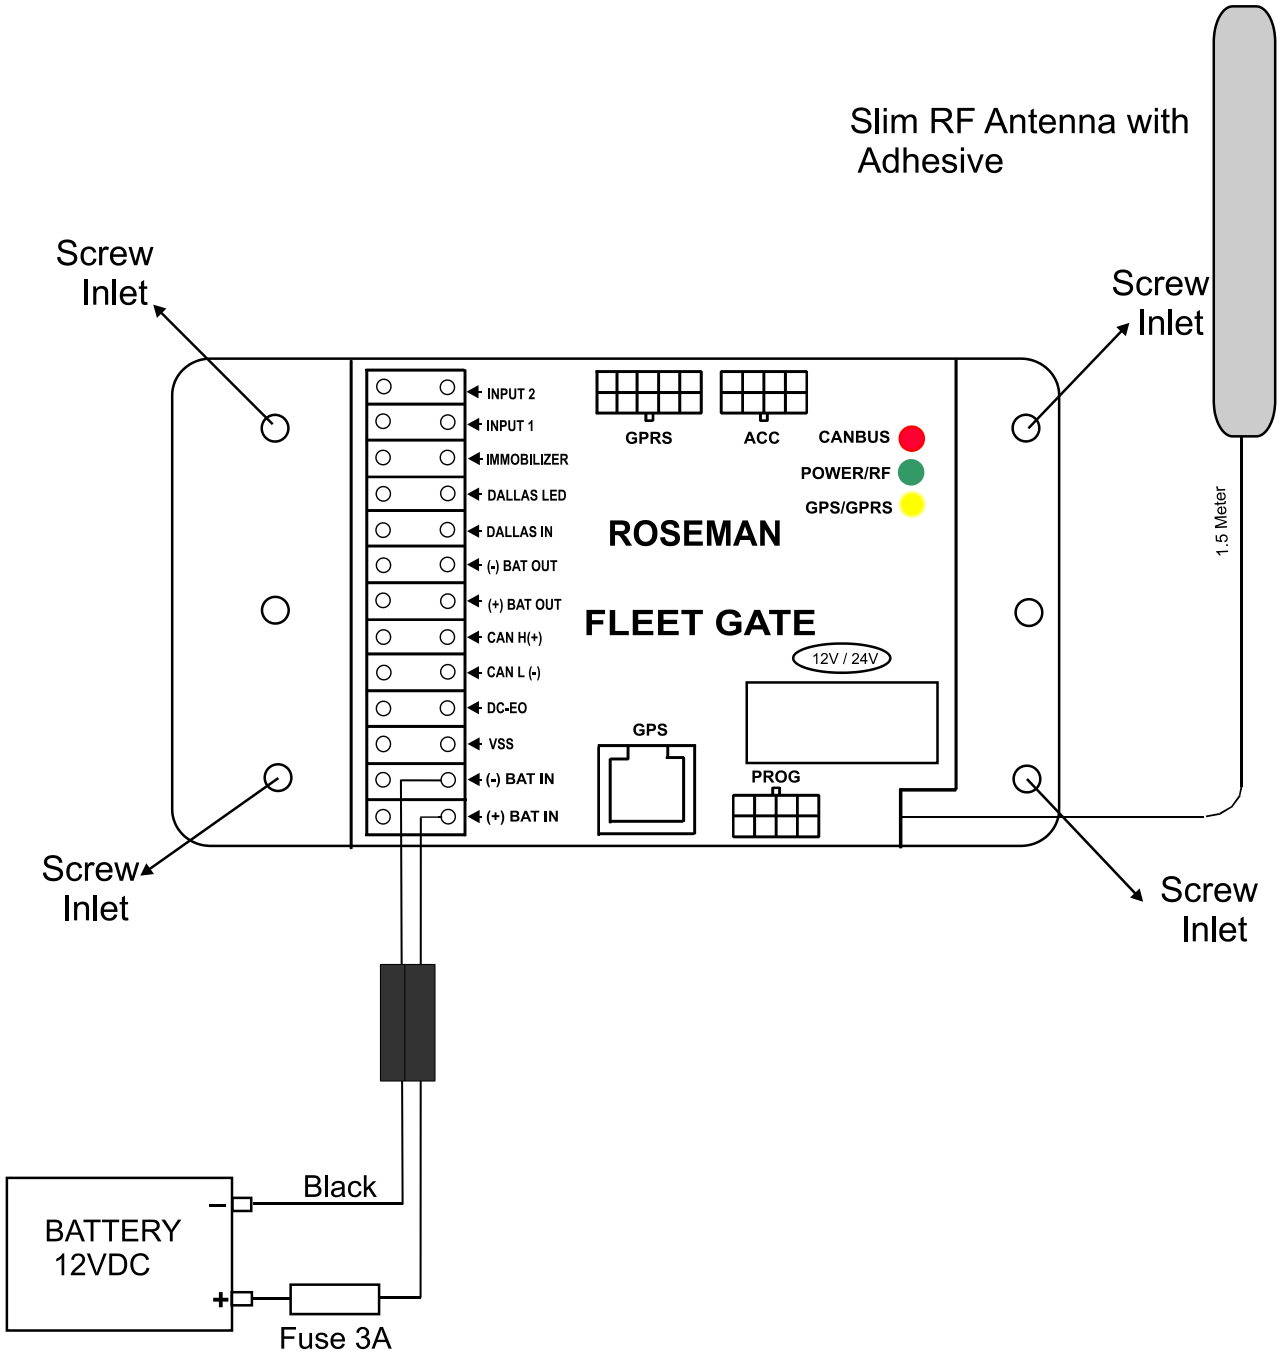

**Figure 2: FG3 Wiring Diagram**
2. Drill at least two 1/8" holes for the FG3 mounting. Use the FJ3 to mark the holes (refer to Figure 2: FG3 Wiring Diagram)